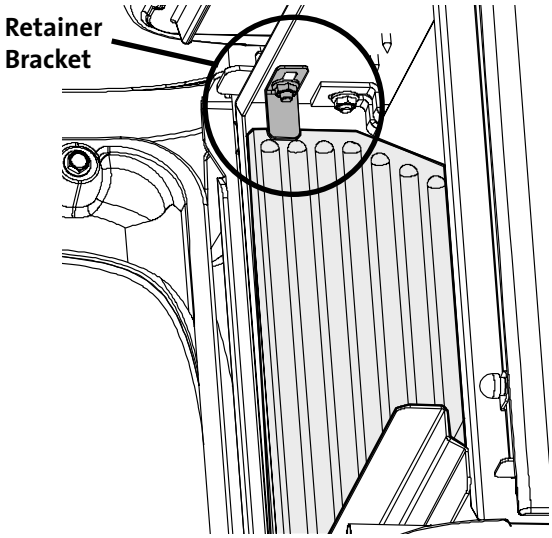

Figure 11.2. Firebox panels installation.
3. Turn the bracket head back in against the panel and **tighten the nut snug.** See fig. 11.2.